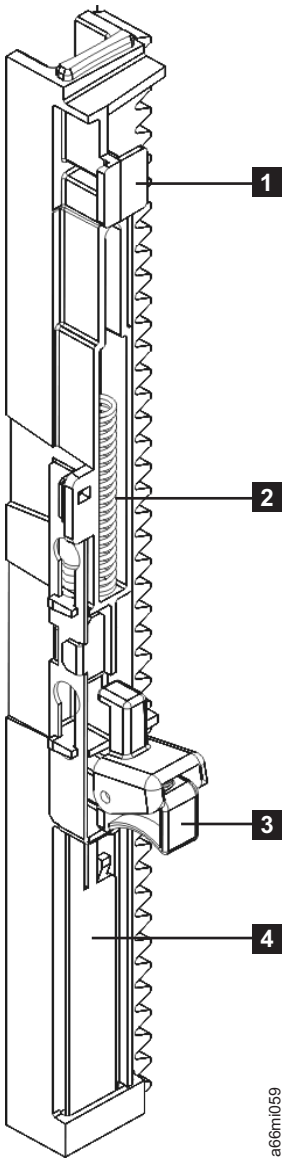

Figure 7-135. Gear rack (detail)
6. Remove the gear rack by pulling the black tab (1 in Figure 7-135 on page 7-120) and the gear rack locking mechanism (3 in Figure 7-135 on page 7-120) through the keyhole slots.
Note: Don't lose the spring (2 in Figure 7-135 on page 7-120) that is recessed in the gear rack slot.
2. Using your thumb, push the metal slide (**4** in Figure 7-135) toward the gear rack locking mechanism (**3** in Figure 7-135) and hold it in place while inserting the black tab (**1** in Figure 7-135) and locking mechanism into the keyhole slots in the library chassis.